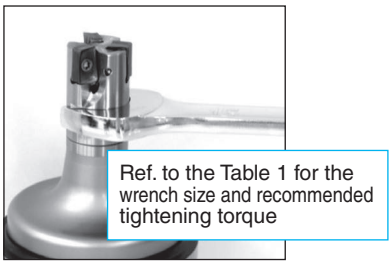

Fig.2
(2) Attach the head on the arbor and fix it using the wrench (Fig. 2).